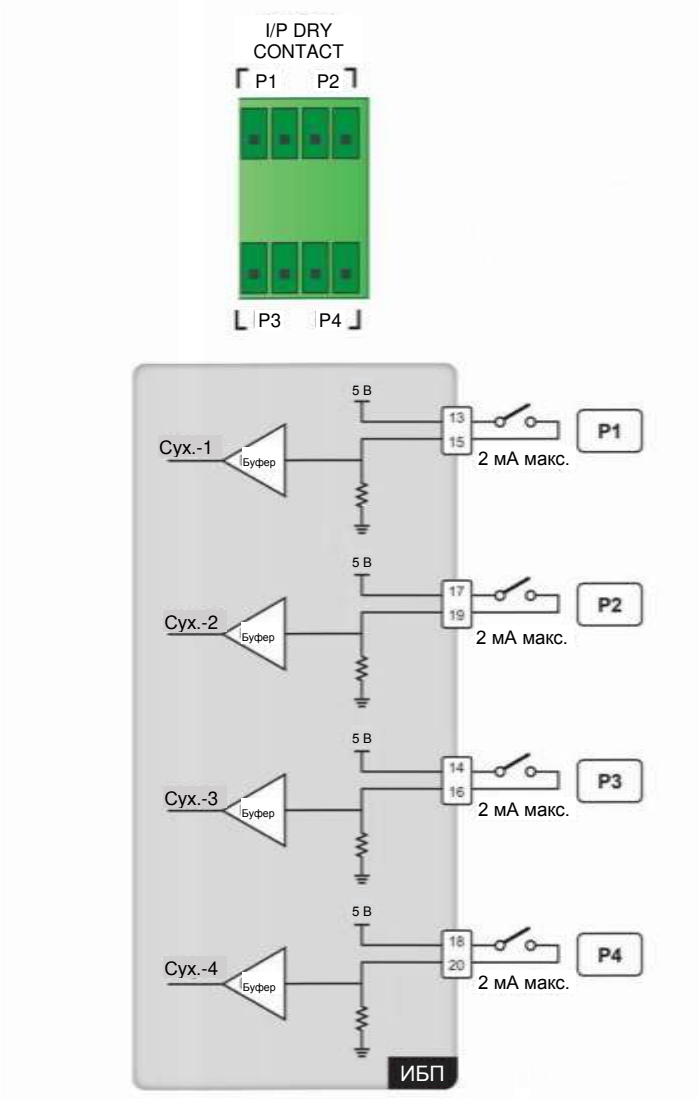

Рисунок 4-10: Схема входных сухих контактов
В комплекте есть четыре набора программируемых входных сухих контактов (см. ***Рисунок 4-10).*** Входные сухие контакты позволяют ИБП принимать внешние сигналы с периферийных устройств, на которые ИБП отвечает соответственно. Используйте сенсорную панель для настройки каждого сухого контакта как нормально разомкнутого (NO) или нормально замкнутого (NC). Каждому входному сухому контакту можно назначить конкретное событие. Можно назначить до шести событий, исходя из области применения ИБП. Для информации о таких четырех событиях см. таблицу ниже. Для изучения инструкций по настройке свяжитесь с местным торговым представителем и см. п. ***7.10.6 Настройка сухих контактов***.